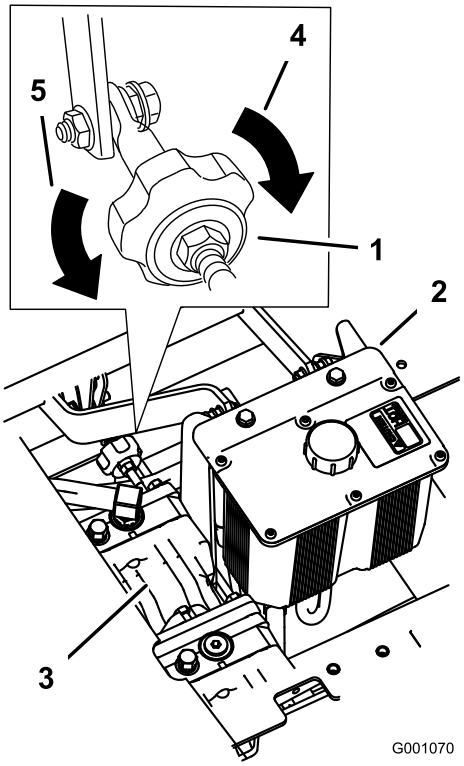

Figur 56
4. For å få maskinen til å gå til høyre, drei knotten mot høyre side av maskinen. Se Figur 56.
5. For å få maskinen til å gå til venstre, drei knotten mot venstre side av maskinen. Se Figur 56.